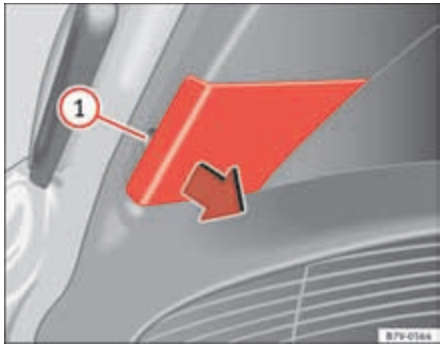

Fig. 219 On the boot lid: Remove the cover.
3.	Extract the cover carefully using the flat part of the screwdriver as a lever (⇒ page 354, fig. 207) on the indent ⇒ fig. 219 (1).